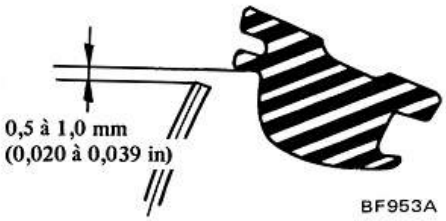

Fig. BF-40 Réglage de la hauteur de la vitre
3. Régler le positionnement de la vitre au moyen de la coulisse de guidage latéral de panneau en se reportant à la porte avant de la Berline. Positionner la vitre de telle sorte que la distance entre la face supérieure de la vitre et la lèvre extérieure du joint d'étanchéité soit de 0,5 à 1,0 mm (0,020 à 0,039 in), et serrer les butées supérieures. Veiller à bien fixer la coulisse de guidage latéral de panneau en position, sa partie avant légèrement abaissée. Voir Fig. BF-40.